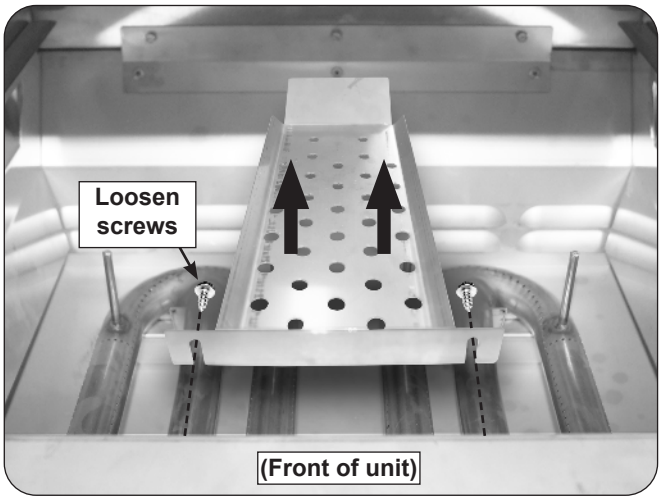

Fig. 42-1 Heat distribution grid removal
3. Loosen the two 5/16" hex screws and remove the heat distribution grid by lifting up, then outward, freeing the cutouts from the two loosened screws (see Fig. 42-1).